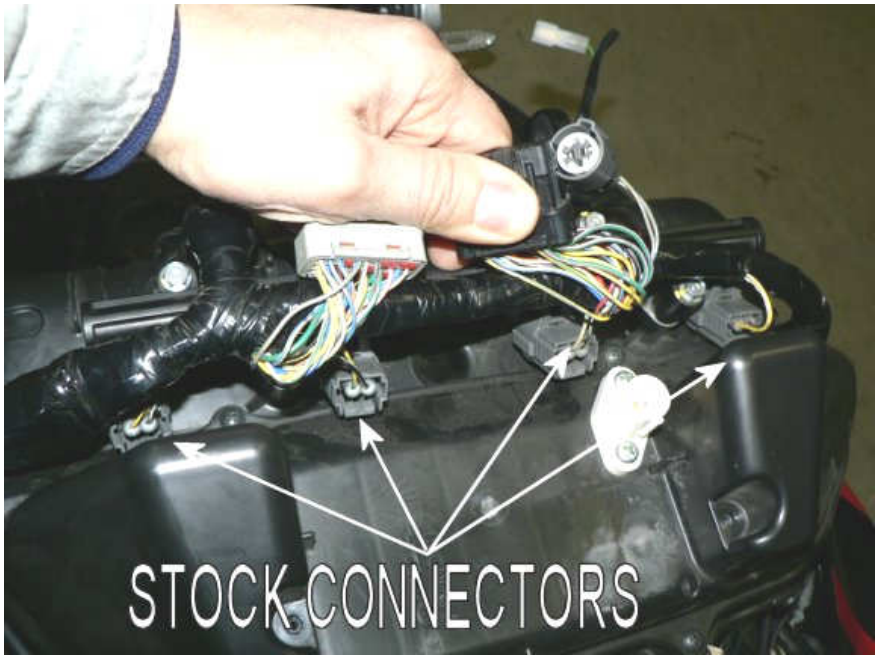

Fig.3
5. Die vier Verbinder der **oberen Injektoren**, die sich über dem Luftfilterkasten befinden, ausfindig machen und abtrennen (**Fig.3**).